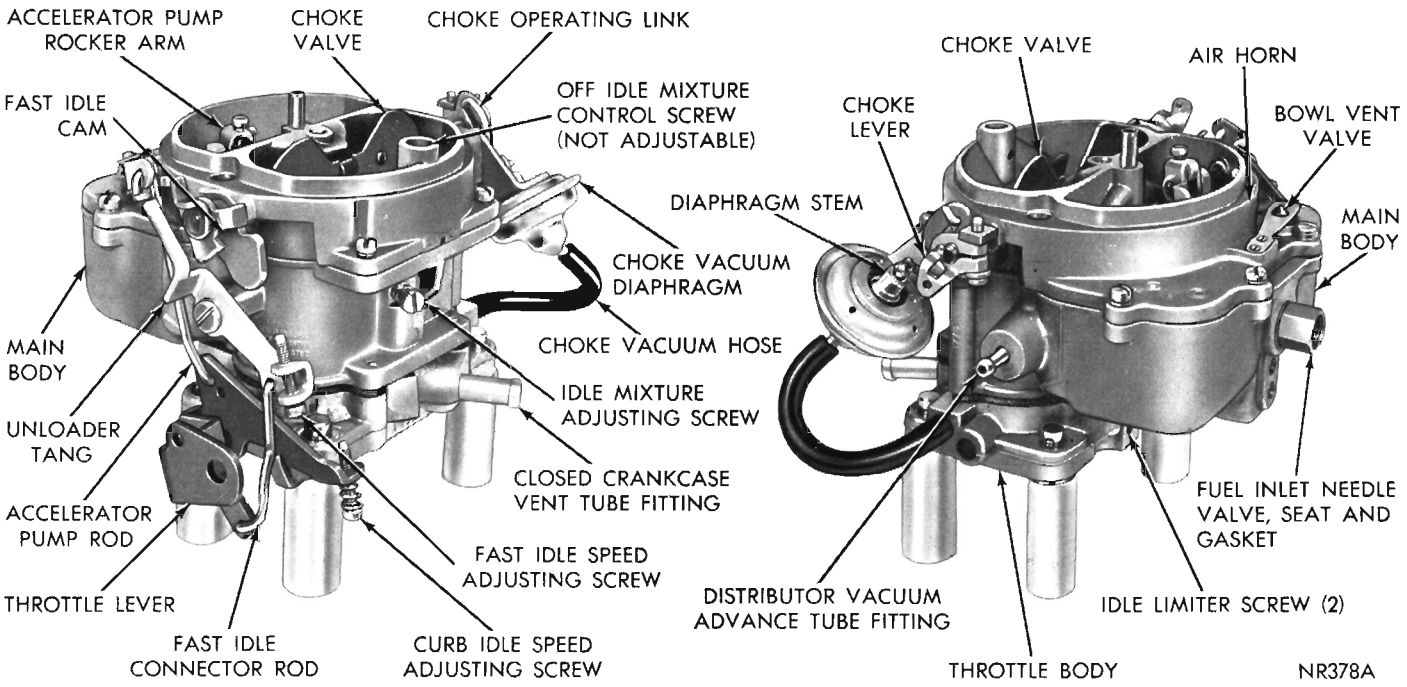

Fig. 1—Carburetor Assembly (BBD-4613S and BBD-4614S)
These carburetors are equipped with two idle limiter and one off idle mixture control screws (Fig. 1). These adjustments are set at the factory and no further adjustment of these screws should be necessary. However, if an adjustment is necessary, refer to "Rough Idle and Low Speed Surge" paragraph under General Information.
DISASSEMBLING CARBURETOR (Fig. 1)
(1) Insert three Tool T-109-287S and one Tool T-109-288S elevating legs through carburetor throttle body stud holes. (These tools are used to protect throttle valves from damage and to provide a suitable base for working.)
(2) Remove hairpin clip and disengage fast idle connector rod from throttle and fast idle levers.
(3) Remove hairpin clip and disengage accelerator rod from throttle lever and pump rocker arm.
(4) Remove vacuum hose between carburetor throttle body fitting and vacuum diaphragm.
(5) Remove clip from choke operating link and disengage link from diaphragm plunger and choke lever. (Fig. 1).
(6) Remove vacuum diphragm and bracket assembly and place to one side, to be cleaned as a special item. **A liquid cleaner may damage the diaphragm material.**
(7) Remove air horn retaining screws and lift air horn straight up and away from main body. Discard gasket (2 screws recessed).
(8) Disengage accelerator pump plunger from accelerator pump arm by pushing up on bottom of plunger and sliding plunger shaft off hook. Slide plunger out of air horn and remove compression spring and seat.